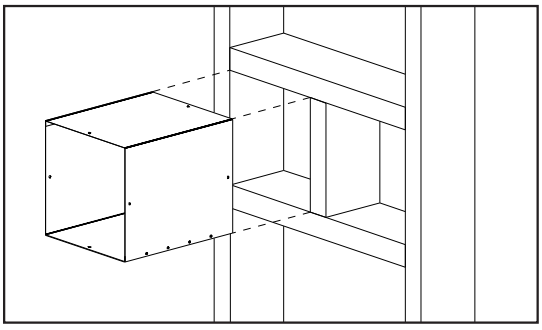

Figure 30. Wall/Ceiling Thimble provided.
A two (2) piece wall/ ceiling thimble is included with the stove (see Figure 30).